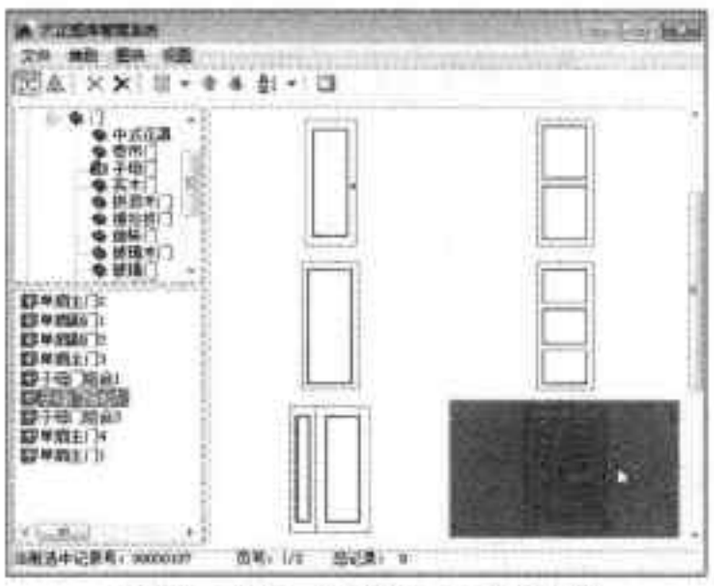

图16-143 选择门立面图块
Step26 在该对话框中，单击门立面图样式，在打开的图库中，选择满意的门立面图块，如图 16-143 所示。